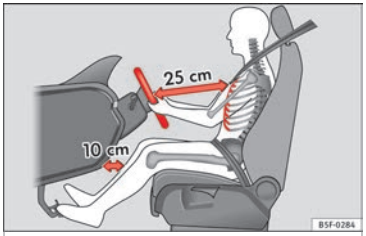

Fig. 46 The proper distance between driver and steering wheel
– Adjust the steering wheel so that there is a distance of at least 25 cm between the steering wheel and the centre of your chest ››› **Fig. 46**.
the chest and the centre of the steering wheel ››› Fig. 46. If distance is less than 25 cm, the airbag system may not protect you properly.
- **Adjust the driver seat or steering wheel so that there is a distance of at least 25 cm between the steering wheel and your chest ››› Fig. 46. If you fail to observe the minimum distance, the airbag will not protect you. Risk of fatal injury.**